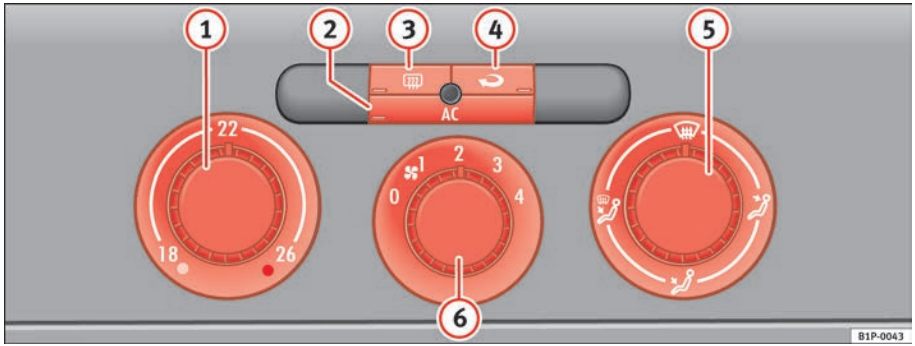

Fig. 108 On the dash panel: Climatic controls
– Using the controls ⇒ fig. 108 (1) and (4) and the control (5) the temperature, air distribution and the turbine speed can be set.
– To switch a function on or off, press the appropriate button (2), (3) or (4). When the function is activated, the display window in the lower corner of the button is lit.
(1) Temperature selector ⇒ page 144
(2) Button AC – Heating, ventilation and air-conditioning system on/off ⇒ page 144
(3) Button – Rear window heating. The heating will be switched off automatically approximately *20 minutes* after switching on. It can also be switched off beforehand by pushing the button.
(4) Button – Air recirculation mode ⇒ page 145
(5) Air distribution control ⇒ page 144
(6) Blower switch. There are four speed settings for the air flow. The air flow should always be set at the lowest speed when driving slowly.
– Switch on the air conditioning using the button ⇒ page 143, fig. 108 AC.